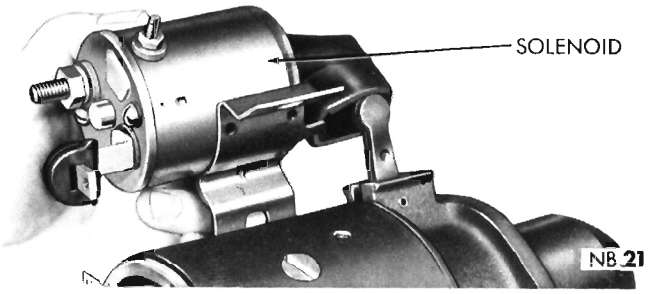

Fig. 4—Removing Starter Solenoid
(6) Remove solenoid attaching screws and remove solenoid and boot assembly (Fig. 4).